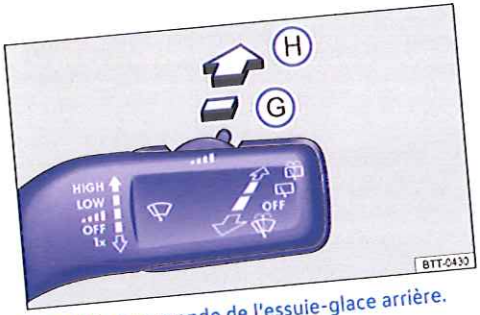

Fig. 110 Commande de l'essuie-glace arrière.
Après la coupure de l'allumage et sa remise ainsi qu'après le démarrage du moteur lorsque le levier d'essuie-glace se trouve en position de balayage intermittent pour la glace arrière → fig. 110 ⑥, l'essuie-glace arrière ne se met pas immédiatement en marche ; il ne se déclenche qu'une fois l'essuie-glace avant activé. Ceci permet d'éviter le fonctionnement de l'essuie-glace sur une glace sèche.